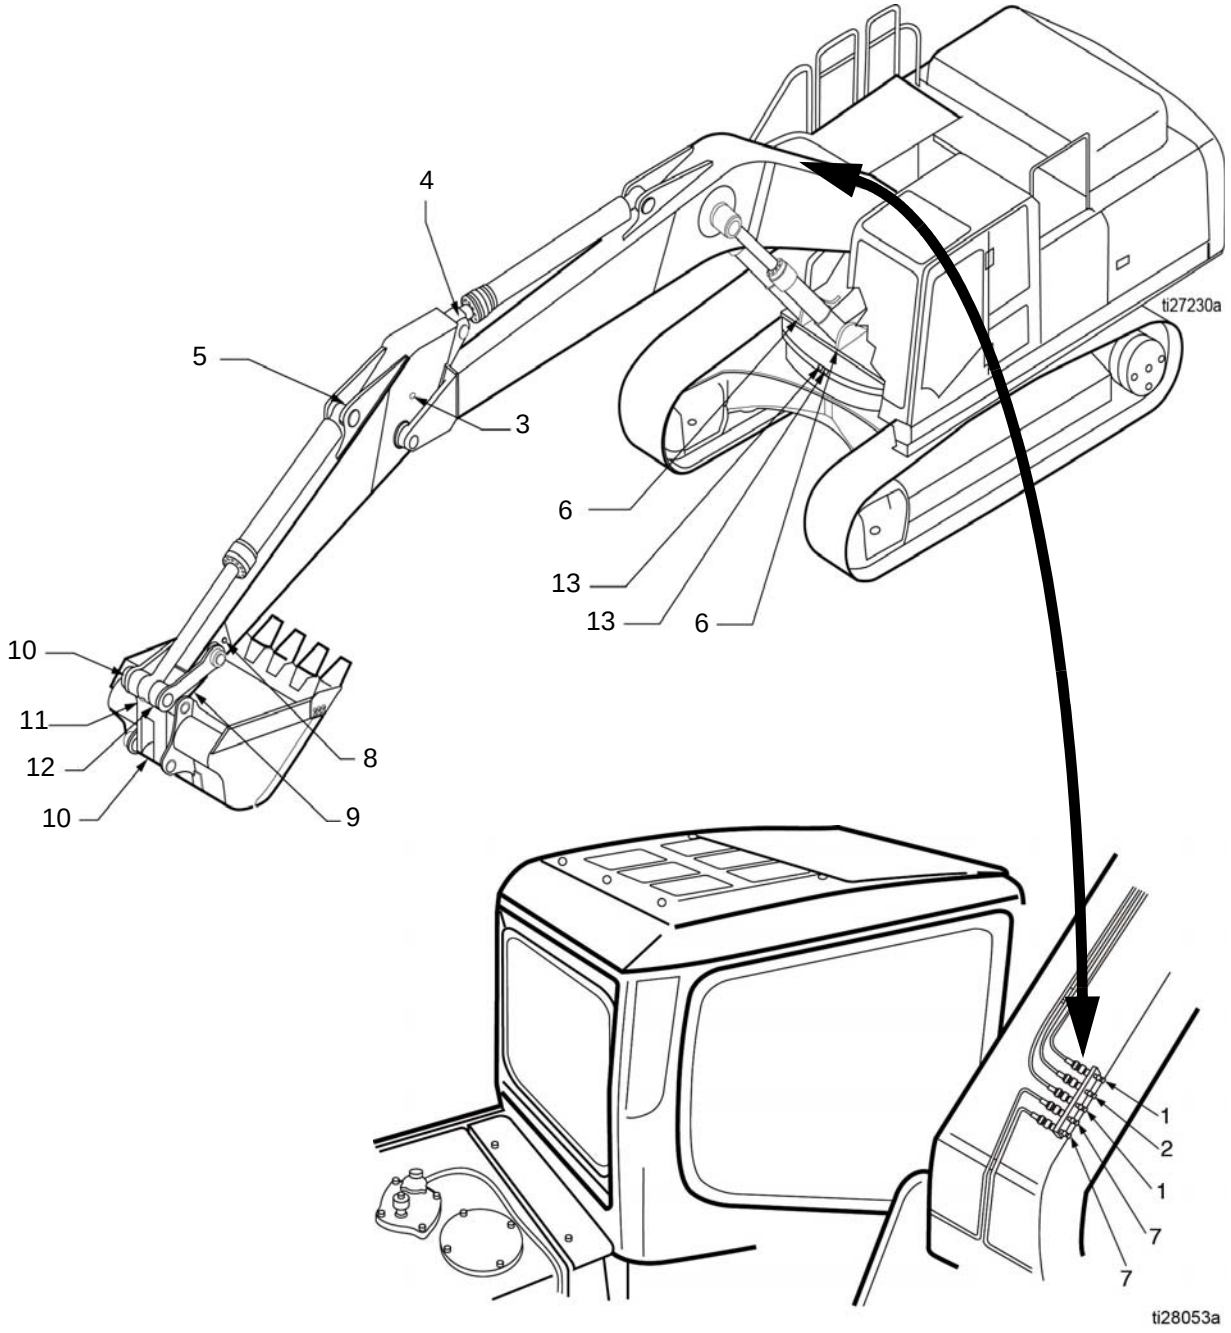

FIG. 3
1. Walk around the machine with a grease gun and verify that every bearing point is accepting grease. (Refer to FIG. 3, page 7 to identify lubrication points). This will ensure that the valves can dispense grease to the bearing points by identifying potentially blocked passages from the grease zerk to the bearing point.
2. Install fittings in bearing points. Refer to FIG. 3 and the Bearing Point Fitting Table, page 8 for installation locations and parts.